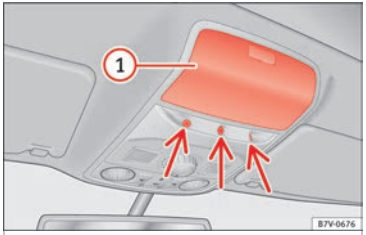

Fig. 134 On the roof console: interior monitoring sensors
Close the storage compartment ››› Fig. 134 (1) on the roof console, otherwise the interior monitoring function (arrow) is not guaranteed to work freely.